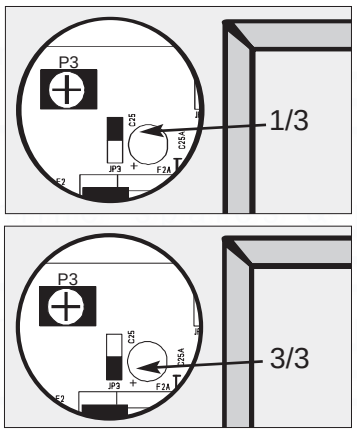

Fig. 14
- Function with room thermostat remove bridge "**S**", room thermostat connected as shown on connector "**C**" (fig. 14).
- JP3 : the spade connector (fig. 14) allows the gas rate to be reduced to 1/3 performance by positionning spade across pins as shown (fig. 14).
Full performance across pins as shown (fig. 14).